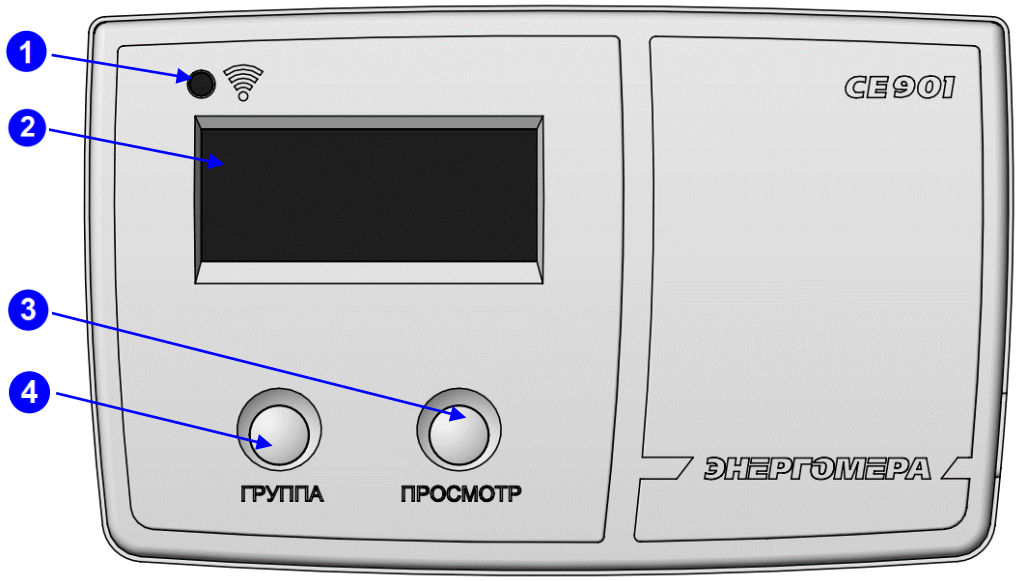

Рисунок 20
3.8.4.5 Внешний вид устройства считывания счетчиков CE901[12] (см. рисунок 20):